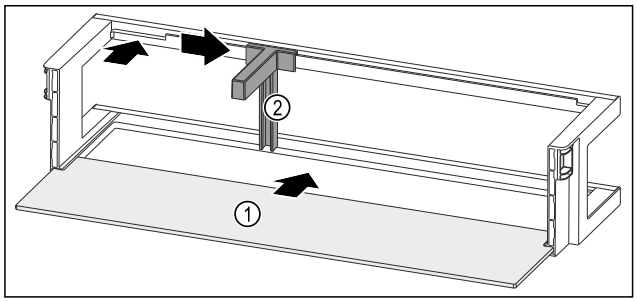

*Fig. 67 Raft montat pe ușă cu raft*
▶ Împingeți în interior raftul *Fig. 67 (1)* în degajările laterale.
▶ Introduceți suportul pentru sticle *Fig. 67 (2)* în degajare.
▶ Împingeți în lateral suportul pentru sticle *Fig. 67 (2)* în poziția dorită.